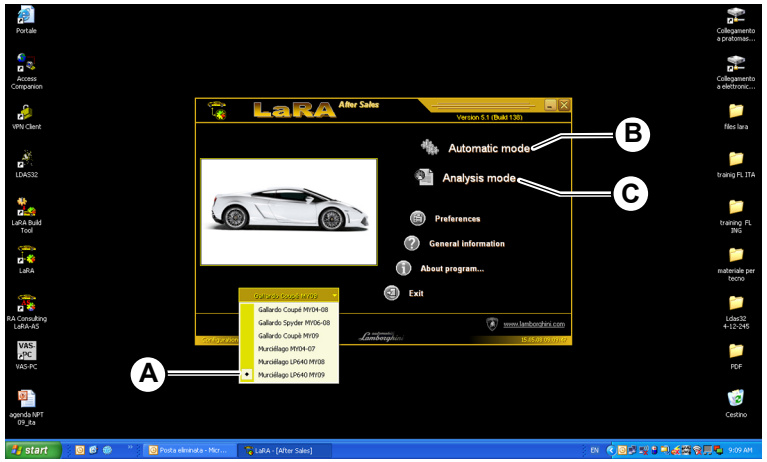

Fig.3
The selected car may be changed by clicking on the arrow next to “Murciélago LP640 MY09” (**A-Fig.3**):
- **Automatic Mode (B-Fig.3):** allows a series of tasks to be carried out automatically such as set up for rewriting the LIE and GFA software.
- **Analysis mode (C-Fig.3):** allows accurate control of every electronic device on board the car (see list).